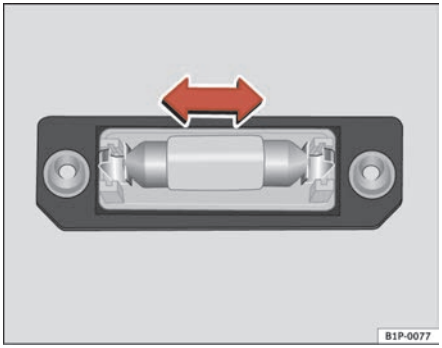

Fig. 201 Registration plate light
– Remove the lamp, moving it in the direction of the arrow and outwards ⇒ fig. 201.